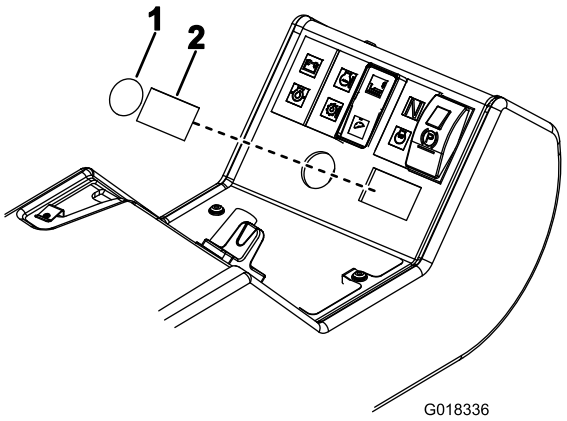

Figur 17
8. Fjern den runde pluggen og den rektangulære pluggen ved siden av på kontrollpanelet (Figur 17).